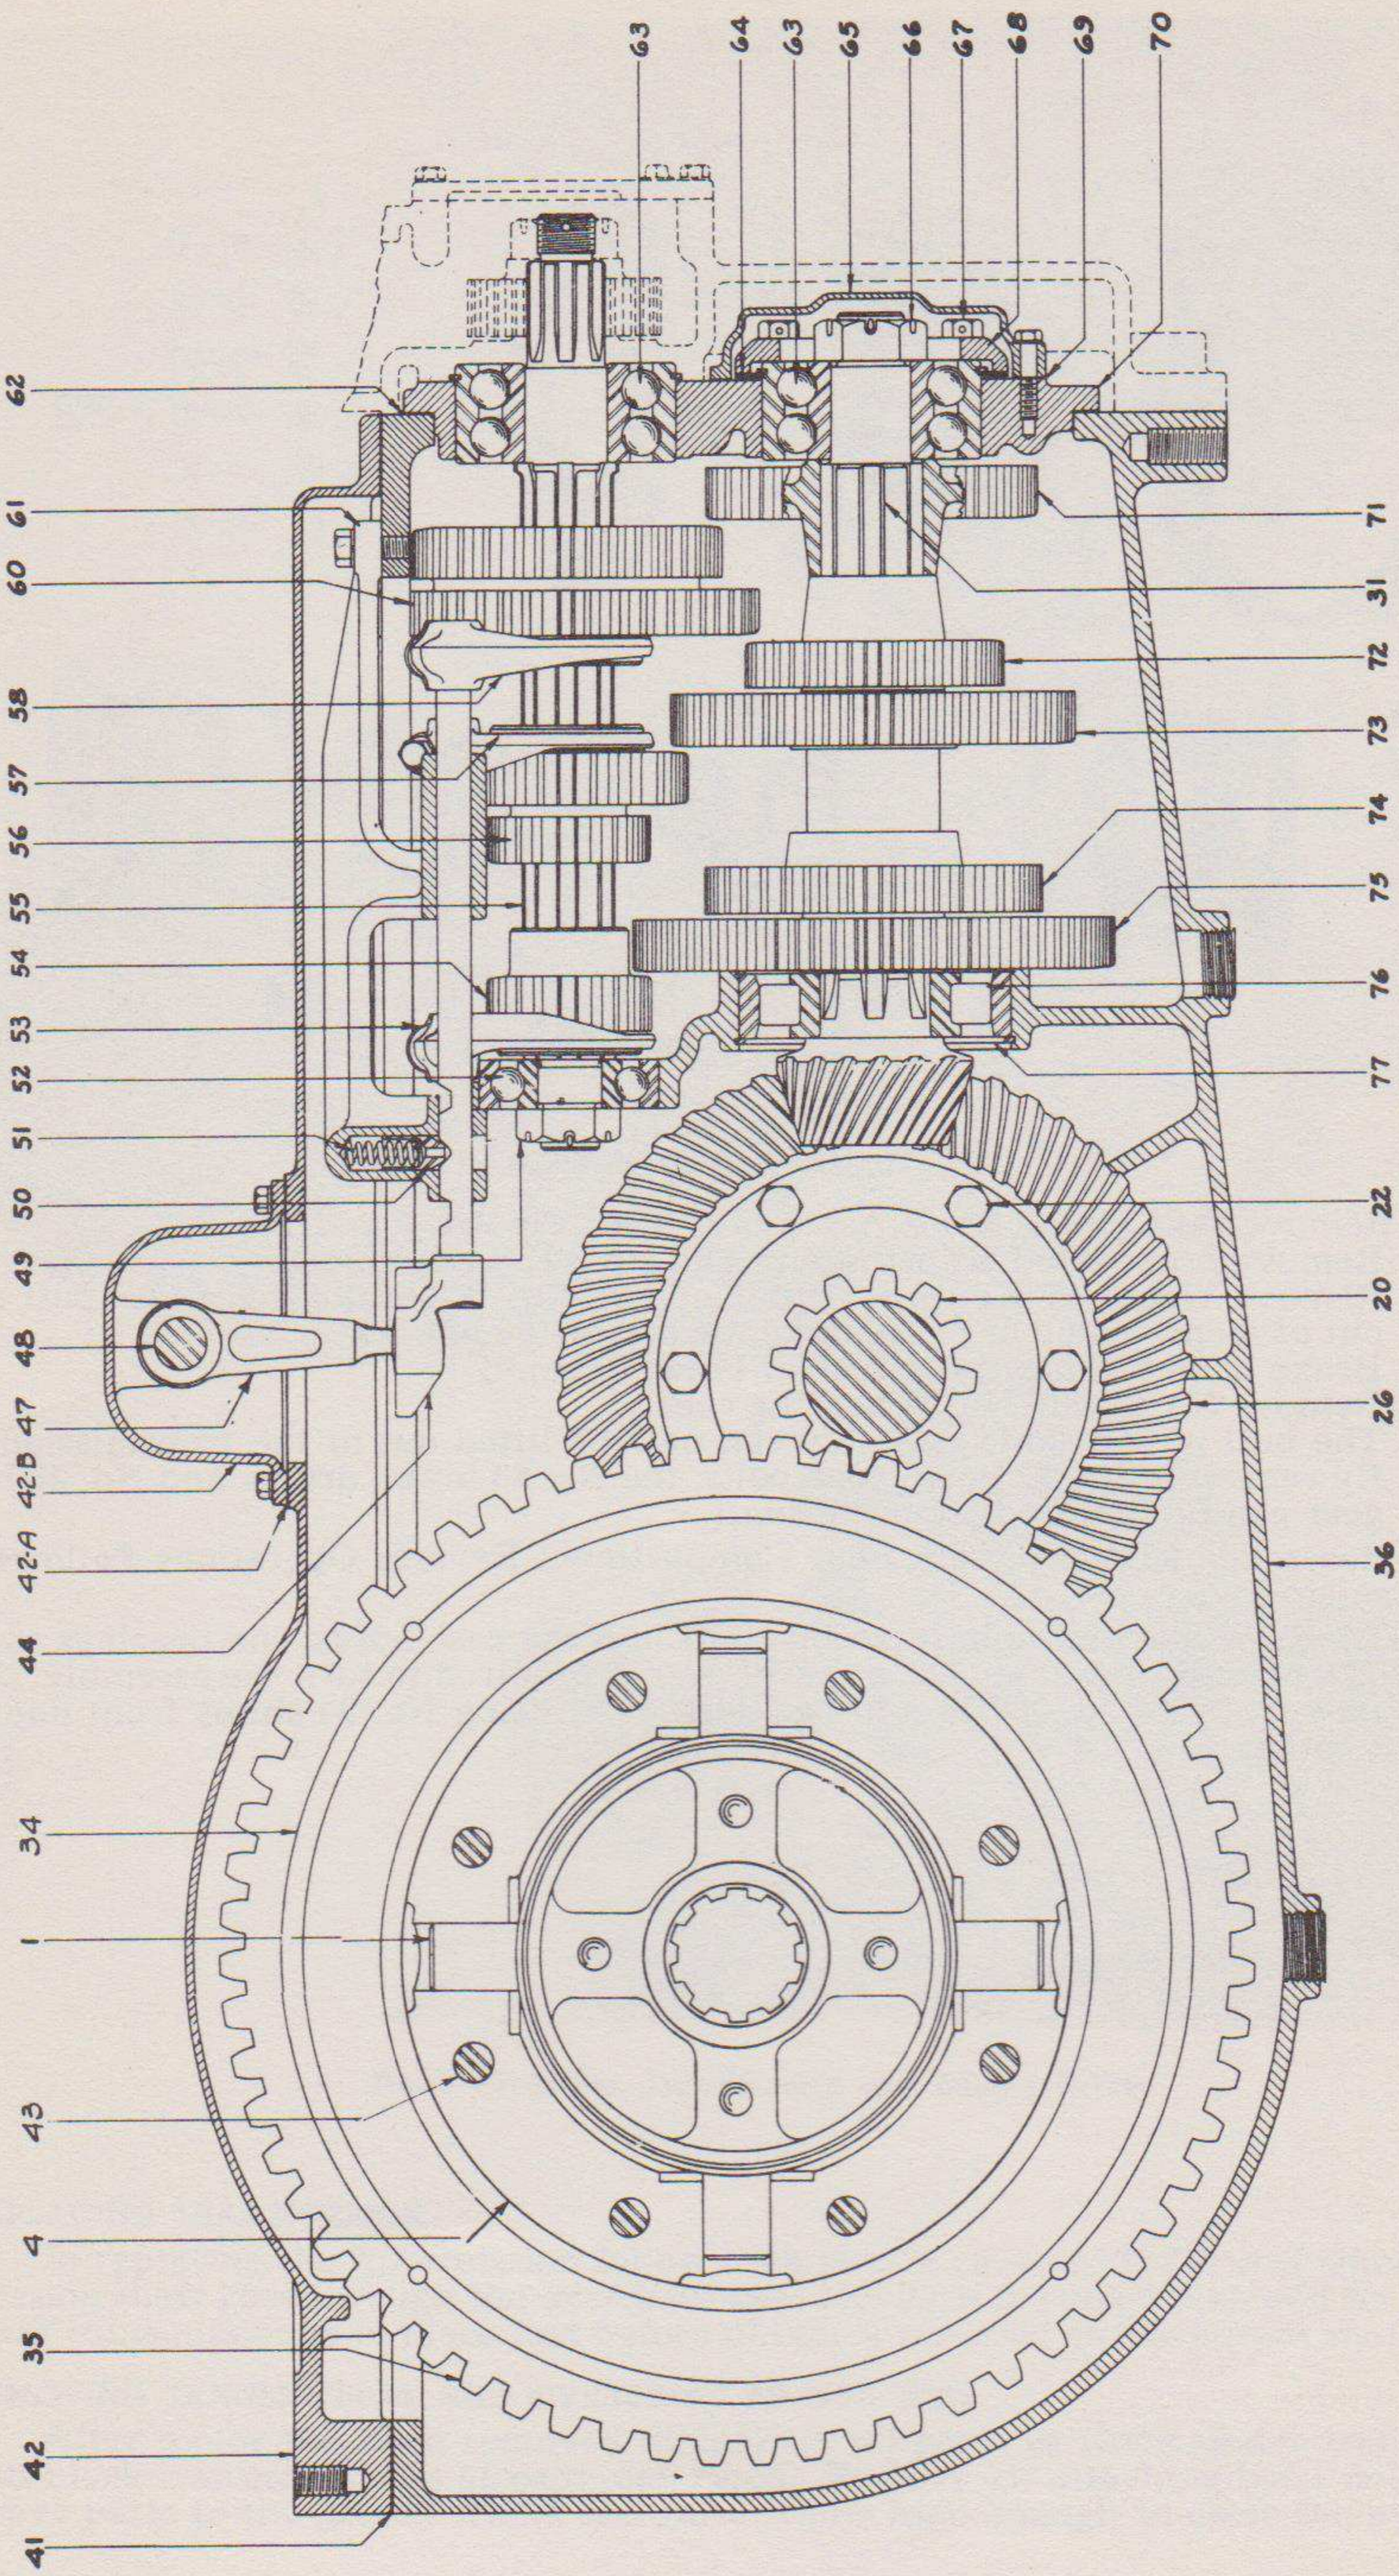

Fig. 13—Transmission Assembly
A. To Remove Shift Mechanism From Transmission Top Cover. (See Figures 13 and 14)